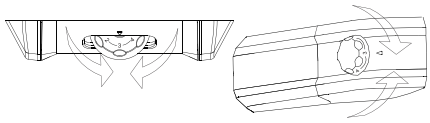

Fig.5
• El ajuste de la temperatura de los compartimentos se realiza girando la rueda del termostato (fig. 5).